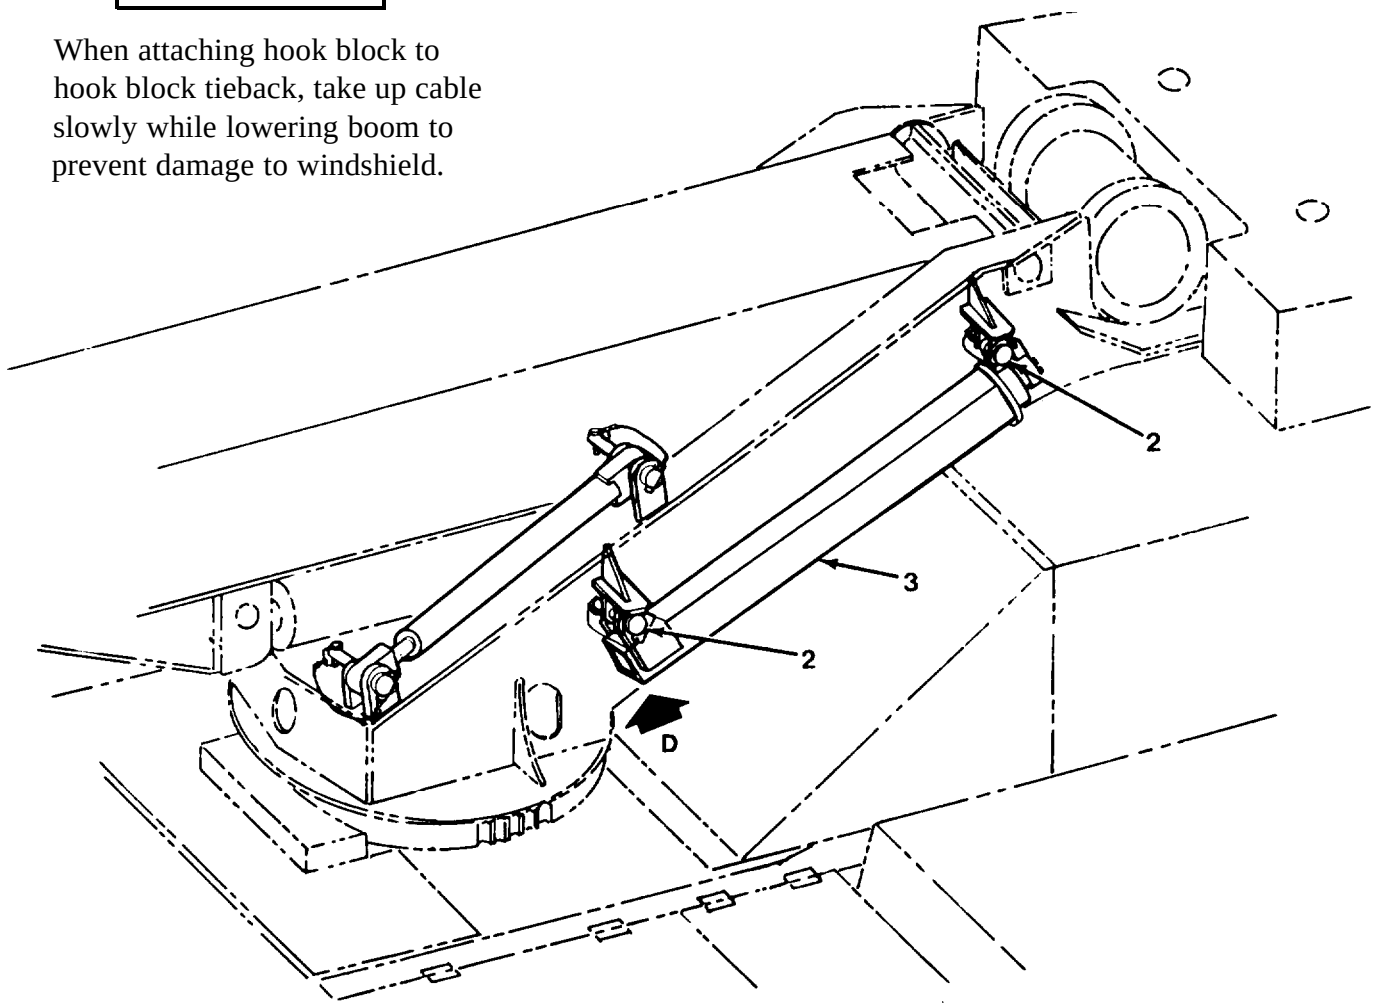

Figure 5-4. *Storage Location D*
g. Swing boom to 2 o'clock position and stow mast (3) on upperstructure storage location D (Figure 5-4) using additional pin from tool box.